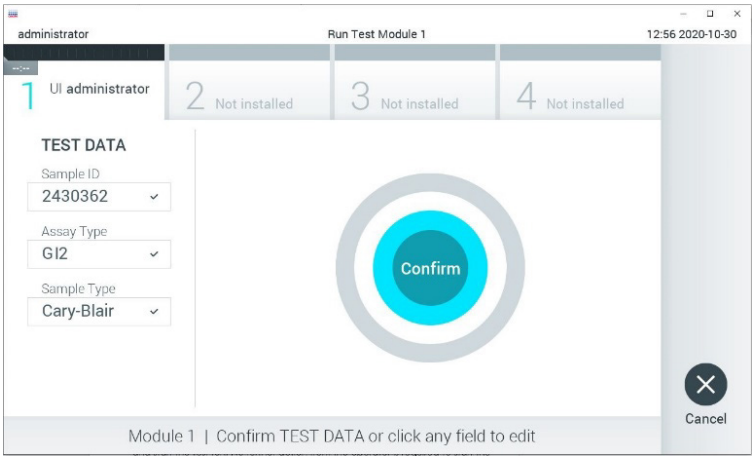

Рисунок 12. Подтверждение введенных данных
9. Когда все отображаемые данные будут верны, нажмите **Confirm** (Подтвердить). При необходимости выберите нужное поле и отредактируйте его содержимое или нажмите **Cancel** (Отмена), чтобы отменить анализ (рисунок 12).